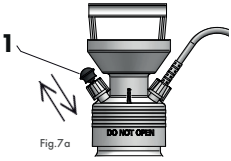
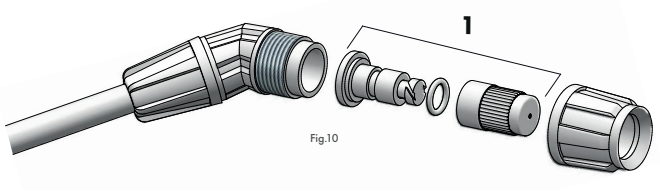
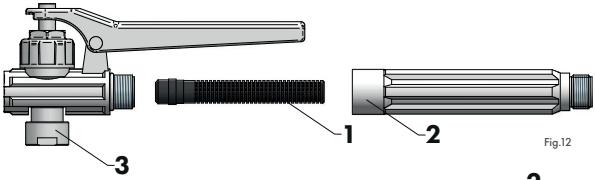

Fig.7a
Fig.10
Fig.12
Pour vider la pression du réservoir (fig. 1/pos. 8) il faut tirer la tête de la soupape de sécurité (fig. 7a/pos. 1) et la soutenir en cette position pendant au moins 10 secondes, jusqu`au vidage complet de la pression.
Visser la pompe et bouger la tige de piston plusieurs fois (fig. 7c) jusqu`à ce que la soupape de sécurité s`ouvre automatiquement (fig. 7a). Il faut faire attention à garder toujours l`étanchéité du raccord. Lorsque le fonctionnement de la soupape est correct, le mandrin de la soupape (fig. 7a/pos. 1) se lève en haut (la soupape s`ouvre) et on pourra entendre le bruit de l`air s`échappant.
Transférer le pulvérisateur sur le lieu de travail. En faisant des mouvements avec la tige de piston (fig. 7c) pomper (environ 20 mouvements complets) jusqu`à ce que la soupape de sécurité soit actionnée (fig. 7a/pos. 1). L`ouverture de la soupape de sécurité (fig. 7a/pos. 1) signifie que la pression dans le réservoir est maximale. Il faut contrôler la valeur de la pression dans le réservoir au moyen du manomètre (fig. 12/pos. 3).
Diriger l`extrémiité de la buse (fig. 10) sur l`endroit à pulvériser.
Durant le travail, le niveau de pression dans le réservoir diminuera. Il faut contrôler sa valeur au moyen du manomètre (fig. 12/pos. 3). Augmenter la pression dans le réservoir par le pompage.
Au mouen du gicleur réglable, (fig. 10/pos.1) il est possible de régler le débit d`agent de pulvérisation. En vissant ou dévissant l`extrémité du gicleur, il est possible d`obtenir des différentes niveaux de pulvérisation – à partir de la brume jusqu`au flux continu.
Chaque fois après l`achèvement du travail, il faut précisement rincer le pulvérisateur avec de l`eau propre. Vider la pression du réservoir (fig. 1/pos. 8) en tirant la tête de la soupape de sécurité (fig. 7a/pos. 1). Dévisser la pompe (fig. 1/pos. 5), du réservoir (fig. 1/pos. 8) verser de l`eau propre (environ 0,25 de la contenance du réservoir), visser la pompe (fig. 1/pos. 5) pour obtenir la connexion étanche et pomper le réservoir. Pour rincer le sysème de l`appareil, il faut appliquer l`agent sur les surfaces pulvérisées au préalable. Après l`achèvement, il faut verser la pression du réservoir (fig. 1/pos. 8) au moyen de la soupape de sécurité (fig. 7a/pos. 1) et dévisser la pompe (fig. 1/pos. 5). Verser le reste d`eau du réservoir.
Le pulvérisateur doit être entreposé **SANS PRESSION** en temperature de +5°C à +35°C dans un endroit embragé, éloigné des radiateurs et hors de portée des enfants. Il est recommandé de dévisser la pompe (fig. 1/pos. 5) de la tête (fig. 1 /pos. 4). Avant toute chaque non-utiliation prolongée, il faut nattoyer périodiquement le filtre (fig. 12/pos. 1) installé dans la buse (fig. 12/pos. 2) et le gicleur réglable (fig. 10/pos. 1) istallée sur l`extrémité de la buse (fig. 1/pos. 1).
Gicleur réglable bouché sur l`extrémité de la buse (fig. 10/pos. 1).	Démonter l`extrémité de la buse et enlever le gicleur réglable (fig. 10/pos. 1). Il est possible de le démonter – nettoyer et monter.